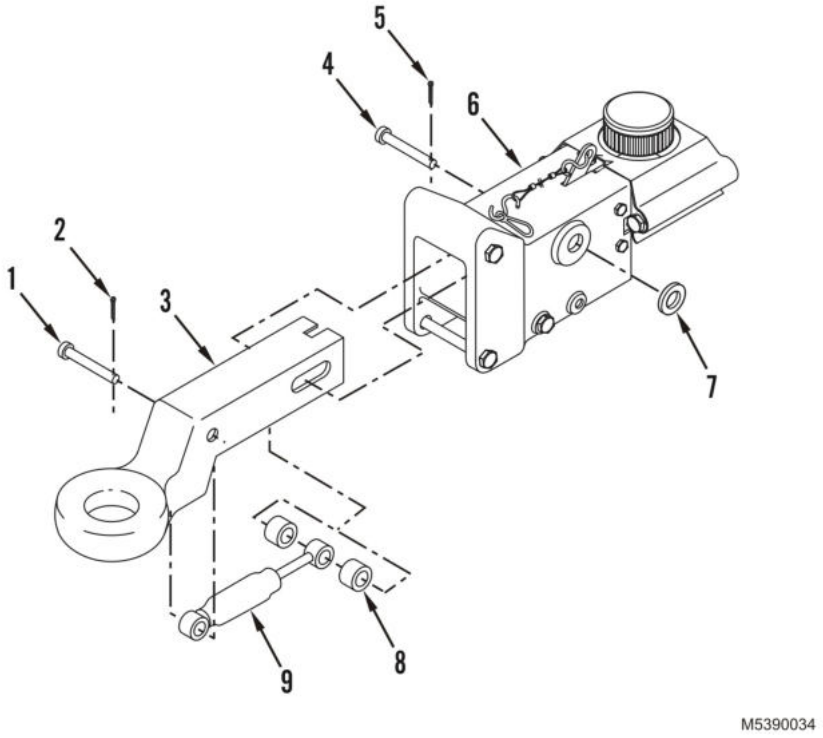

Figure 1. Lunette Removal.
1. Remove cotter pin (Figure 1, Item 5) and washer (Figure 1, Item 7) from master pin (Figure 1, Item 4). Discard cotter pin.
2. Remove master pin (Figure 1, Item 4) from actuator assembly (Figure 1, Item 6).
3. Remove lunette assembly (Figure 1, Item 3) with attached damper (Figure 1, Item 9) and spacers (Figure 1, Item 8) from brake actuator (Figure 1, Item 6) by pulling lunette assembly (Figure 1, Item 3) straight forward.
1. Remove cotter pin (Figure 1, Item 2) from pin (Figure 1, Item 1) securing damper (Figure 1, Item 9) to lunette (Figure 1, Item 3). Discard cotter pin.
2. Remove damper (Figure 1, Item 9) and two spacers (Figure 1, Item 8) from lunette (Figure 1, Item 3).
3. Inspect damper (Figure 1, Item 9) for leaks. Replace if leaking is evident.
1. Install damper (Figure 1, Item 9) on lunette (Figure 1, Item 3) with pin (Figure 1, Item 1) and new cotter pin (Figure 1, Item 2).